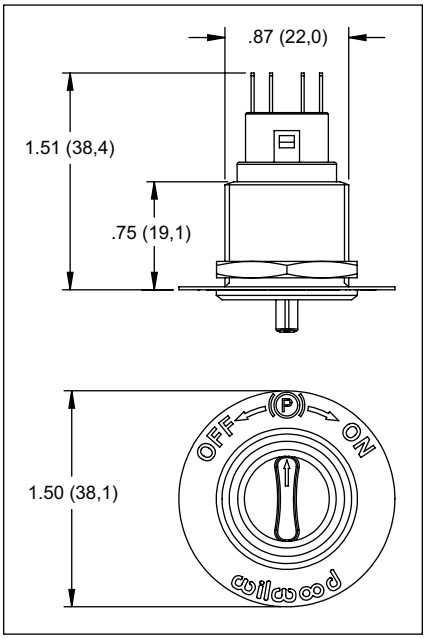

**Figure 2. Control Switch**
- EPB CONTROL SWITCH - Mount the EPB switch in an easily accessible location within arm's reach of the driver. The switch mounts to a panel with a .875" diameter hole. See Figure 2 for mounting dimensions.